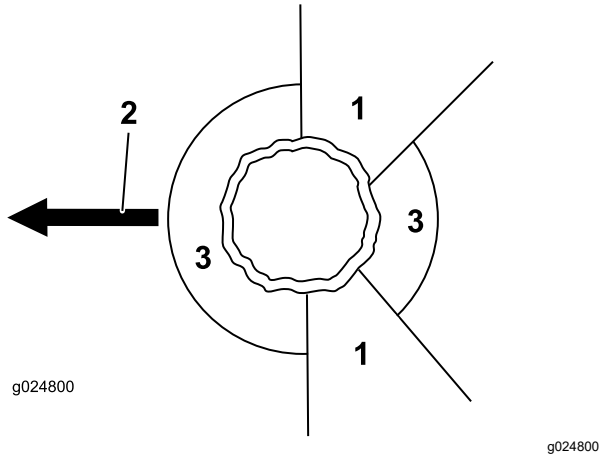

**Figur 15**
2. Find en klar, sikker retræterute væk fra fareområdet. Se Figur 15.